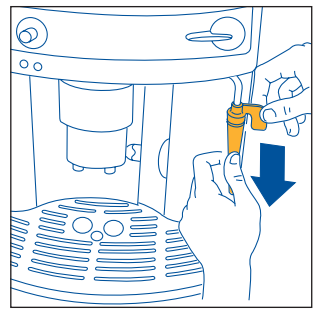

Fig.26
- Retirez le gicleur du tuyau de sortie en le tirant vers le bas (fig. 26)